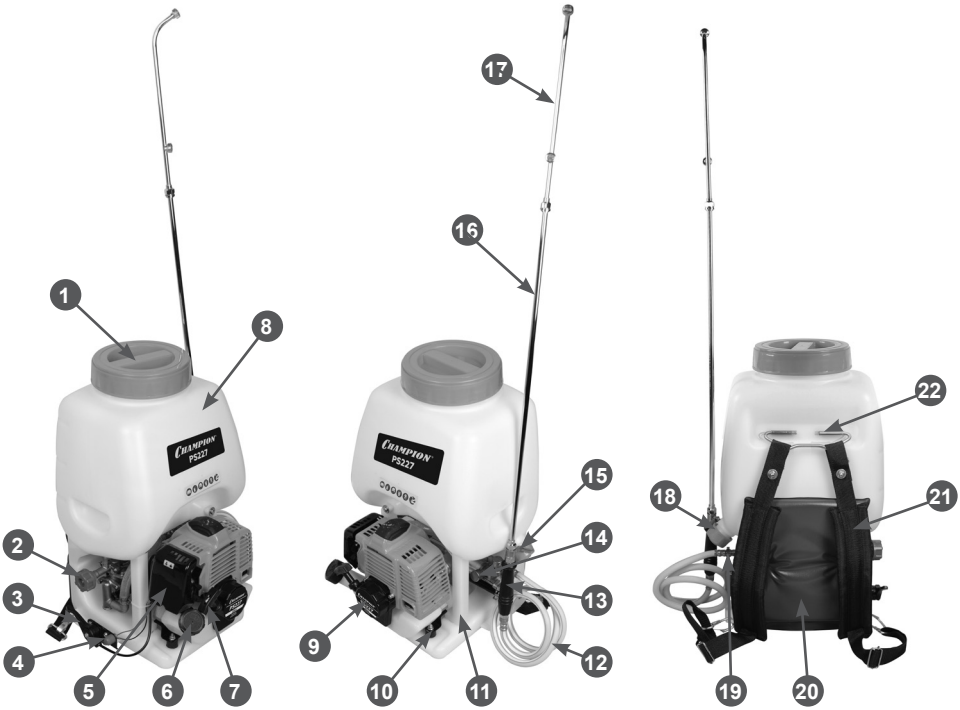

Рис. 1 Основные узлы и органы управления
Основные узлы и органы управления приведены на Рис. 1.
2. Подсоедините один конец шланга опрыскивателя к напорному патрубку 20 насоса, а второй – к рукоятке 13 опрыскивателя (Рис. 1).